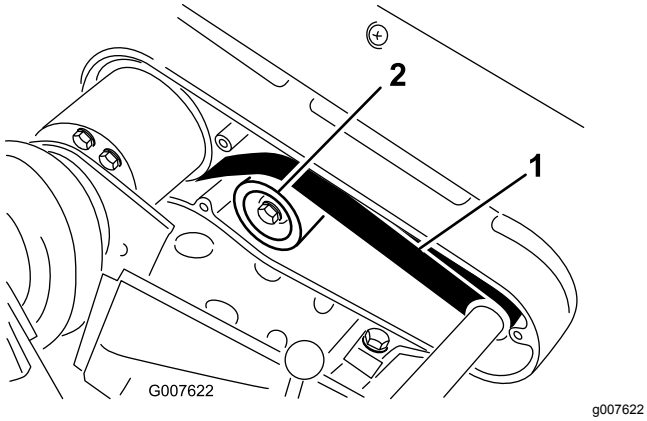

Rysunek 45
2. Sprawdź napięcie, wywierając nacisk na pasek w połowie rozpiętości między kołami (Rysunek 45) o sile w zakresie od 22 do 26 N.
A. Poluzuj nakrętkę mocującą koło pasowe luźne i obróć je w kierunku zgodnym z kierunkiem ruchu wskazówek zegara w stronę tylnej części paska aż do uzyskania wymaganego napięcia paska (Rysunek 45).